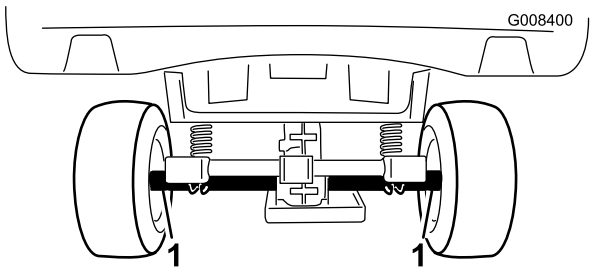
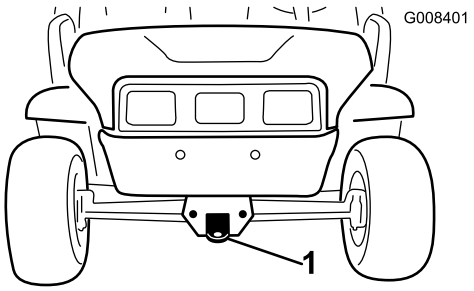

Figur 21
Figur 22
Använd en släpvagn om du ska flytta maskinen långt. Bind fast maskinen ordentligt på släpet. Se Figur 21 och Figur 22 för fästpunkternas placering på maskinen.
2. Fäst en bogserlina i bogseröglan framtill på maskinens ram (Figur 22).